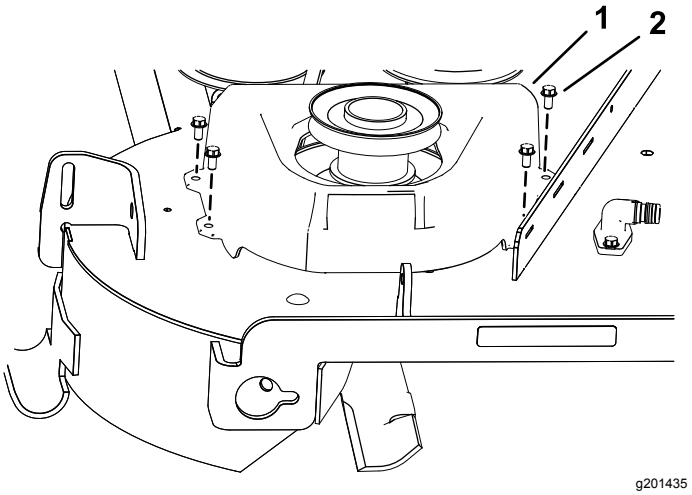

Figuur 12
4. Monteer de nieuwe riemkap over de poelie-eenheid; gebruik hierbij de 4 schroeven (¼" x ½") die u eerder verwijderd hebt en ga te werk zoals in Figuur 12.